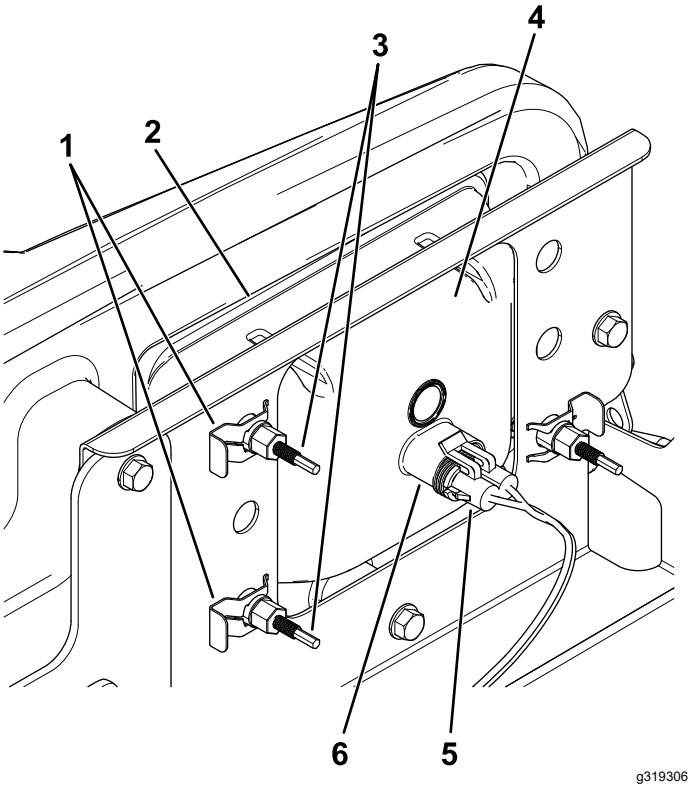

Figuur 45
3. Koppel de elektrische aansluiting voor de kabelboom los van de aansluiting van de lamp (Figuur 45).
4. Verwijder de snelklemmen waarmee de koplamp aan de koplampbeugel is bevestigd (Figuur 45).
5. Verwijder de koplamp door deze naar voren door de opening in de voorbumper te trekken (Figuur 45).
6. Monteer de nieuwe koplamp via de opening in de bumper (Figuur 45).
8. Koppel de elektrische aansluiting voor de kabelboom aan op de aansluiting van de lamp (Figuur 45).
5. Draai achteraan de koplamp de stelschroeven (Figuur 45) om de koplamp te draaien en de straal te richten.